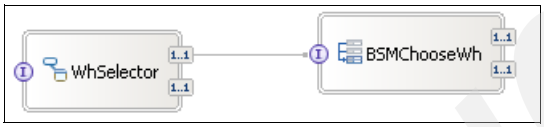

Figure 11-40 Assembly diagram with wired WhSelector and BSMChooseWh
4. Right-click **WhSelector** and select **Wire to Existing**. Figure 11-40 shows how the assembly diagram looks.